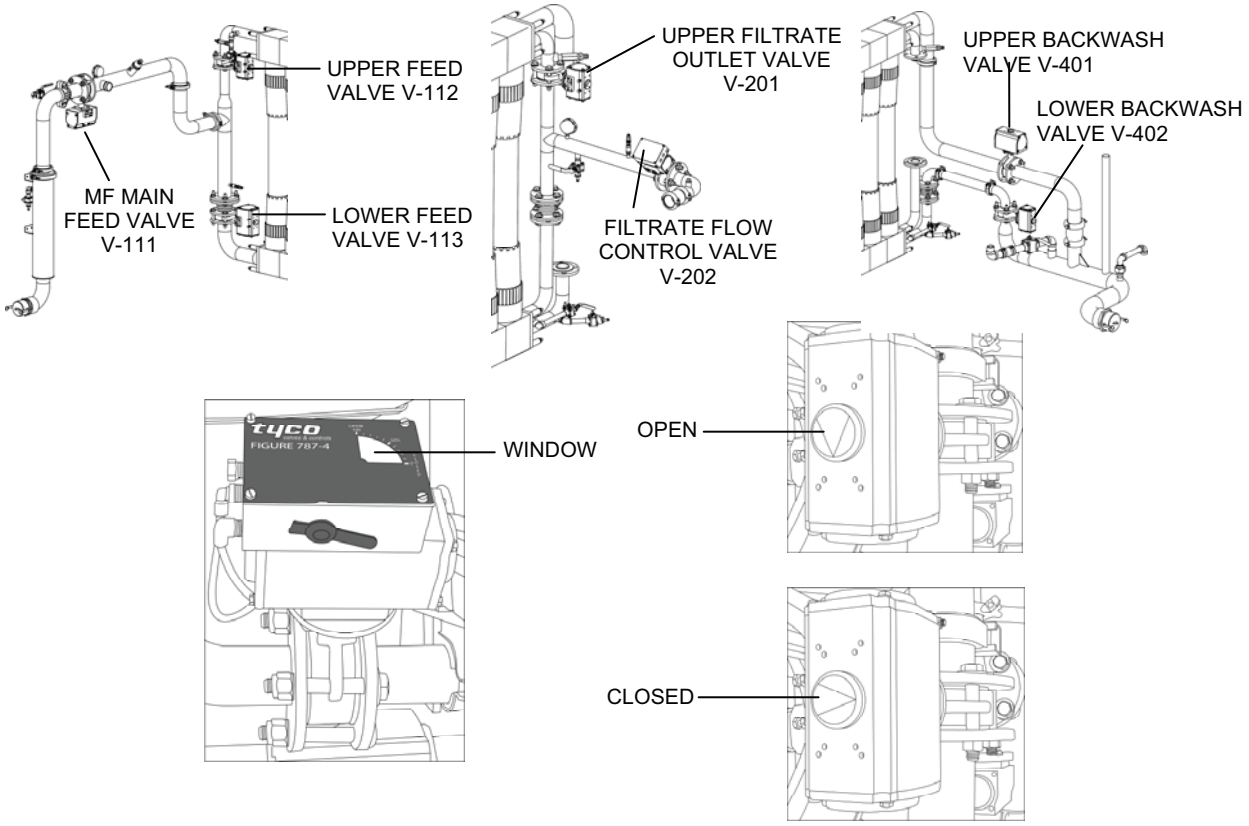

Figure 2. Automatic Valves.
7. Check that each of the following automatic valves is in the indicated de-energized position (Figure 2 for valve location). If valves are not in the correct position, refer to troubleshooting:
9. Perform Test #4 (V-111 Valve Cycle Test) as follows (Figure 2):
a. Press the test button to silence the alarm and advance the test sequence number at the Test BIT Code LCD to the number four (4).
10. Perform Test #5 (V-112 Valve Cycle Test) as follows (Figure 2):
a. Press the test button to advance the test sequence number at the Test BIT Code LCD to the number five (5).
11. Perform Test #6 (V-113 Valve Cycle Test) as follows (Figure 2):
a. Press the test button to advance the test sequence number at the Test BIT Code LCD to the number six (6).
12. Perform Test #7 (V-201 Valve Cycle Test) as follows (Figure 2):
a. Press the test button to advance the test sequence number at the Test BIT Code LCD to the number seven (7).
13. Perform Test #8 (V-202 Valve Cycle Test) as follows (Figure 2):
a. Press the test button to advance the test sequence number at the Test BIT Code LCD to the number eight (8).
14. Perform Test #9 (V-401 Valve Cycle Test) as follows (Figure 2):
a. Press the test button to advance the test sequence number at the Test BIT Code LCD to the number nine (9).
15. Perform Test #10 (V-402 Valve Cycle Test) as follows (Figure 2):
a. Press the test button to advance the test sequence number at the Test BIT Code LCD to the number ten (10).